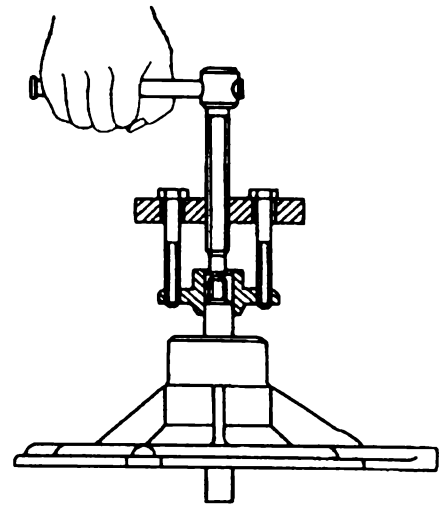

Рис. 61. Спрессовка ступицы насоса системы охлаждения
3. Снимите съемником ступицу шкива, как это указано на рис. 61.